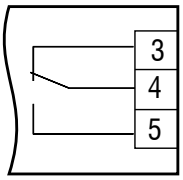

Fig. 5.3 Salida a relé
- Las salidas deben ser cableadas según Fig. 5.3...5.9.